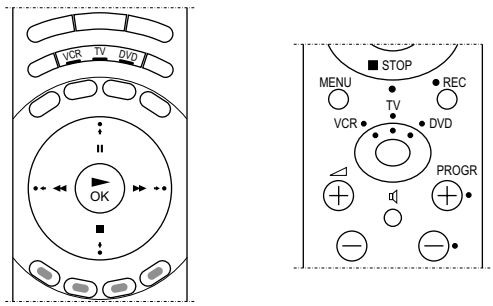

Rys.1.
1. Naciskać przycisk **[VCR/TV/DVD]** na pilocie (rys.1) tak długo, aż zaświeci się dioda LED TV.